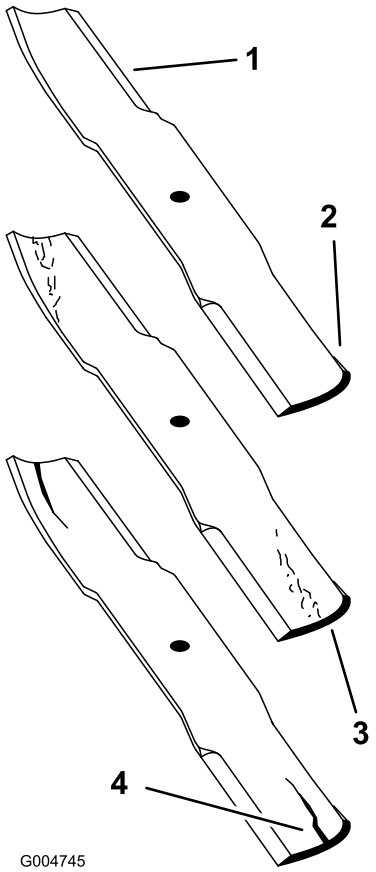

**Figure 62**
1. Examinez le tranchant des lames (Figure 62). Si les lames ne sont pas tranchantes ou si elles présentent des indentations, déposez-les et aiguisez-les (voir Aiguisage des lames).
2. Inspectez les lames, surtout la partie relevée (Figure 62). Remplacez immédiatement toute lame usée ou qui présente une fissure ou une entaille (repère 3 de la Figure 62).